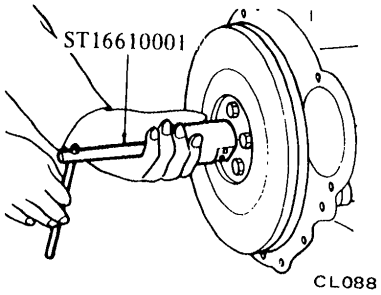

Fig. CL-13 Removing pilot bushing
3. Remove pilot bushing in crankshaft by Pilot Bushing Puller ST16610001. See Figure CL-13.